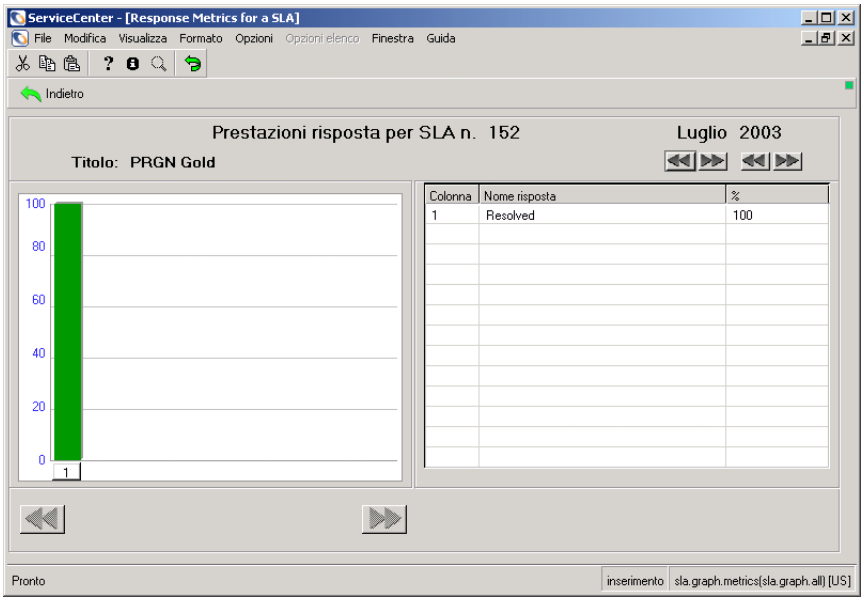

Figura 9-30: Valori metrici di risposta di un singolo SLA
6. Fare clic su un numero di colonna per visualizzare i valori metrici di risposta per un singolo mese. La Figura 9-30 mostra le prestazioni dei tempi di risposta di un SLA.